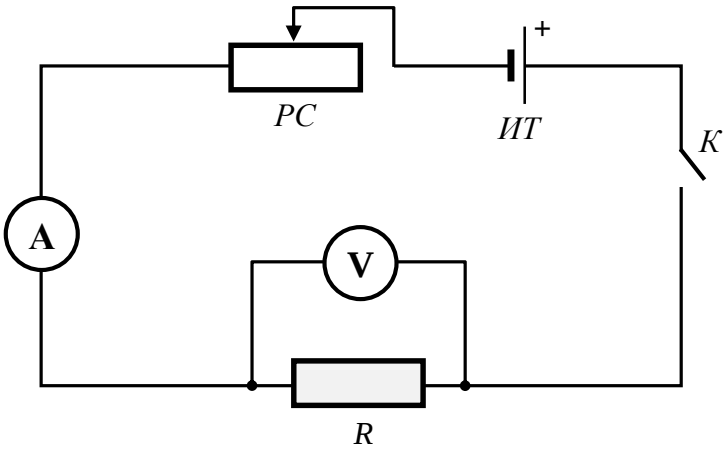
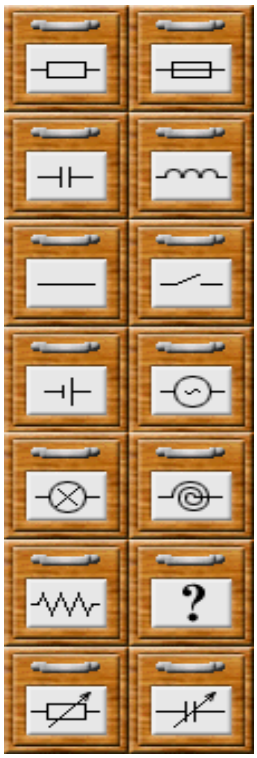

Рис. 5
Рис. 6
Работа выполняется на электрической цепи, схема которой показана на рис. 5, и состоящей из: источника тока (*ИТ*), реостата (*РС*), амперметра (*А*), резистора (*R*), вольтметра (V) и ключа (К).
2. Соберите на виртуальной монтажной плате электрическую цепь по схеме, изображённой на рис. 5. Для этого на панели с радиодеталями (рис. 6) курсором «мышки» выбирайте необходимые элементы и переносите их на монтажную плату. Мультиметры вызываются нажатием клавиши, изображённой на рис.7б. Один из них переведите в режим *амперметра постоянного тока*, другой – в режим *вольтметра постоянного напряжения* (правила работы с цифровым мультиметром приведены в приложении или «Контекстной справке», вызываемой клавишей, изображение которой приведено на рис. 7в).